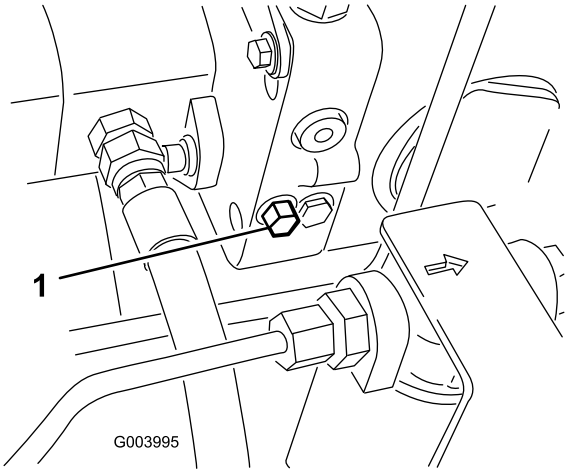

Figur 36
1. Förbikopplingsventilen sitter till vänster om hydrostaten (Figur 36). Vrid bulten 1,5 varv för att öppna ventilen och låta olja avledas internt. Eftersom vätskan avleds kan maskinen flyttas långsamt utan att transmissionen skadas.